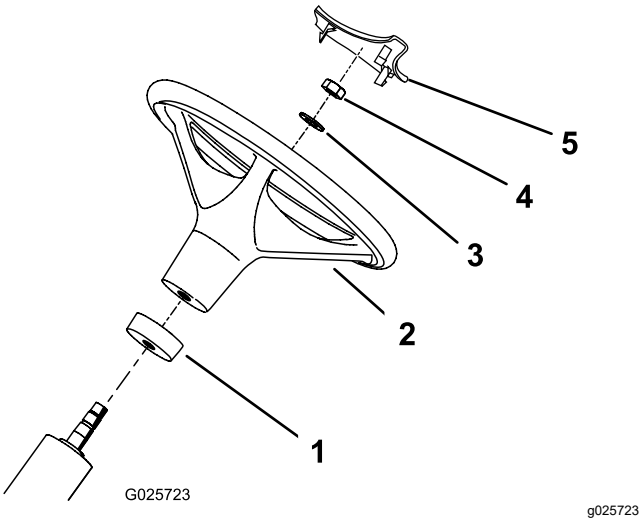

Figuur 3
2. Schuif de schuimrubberen kraag op de stuuras (Figuur 3).
3. Schuif het stuurwiel op de stuuras (Figuur 3).
4. Zet het stuurwiel vast aan de stuuras met een ring en een borgmoer (Figuur 3).
6. Druk de stuurwielkap op zijn plaats op het stuurwiel (Figuur 3).